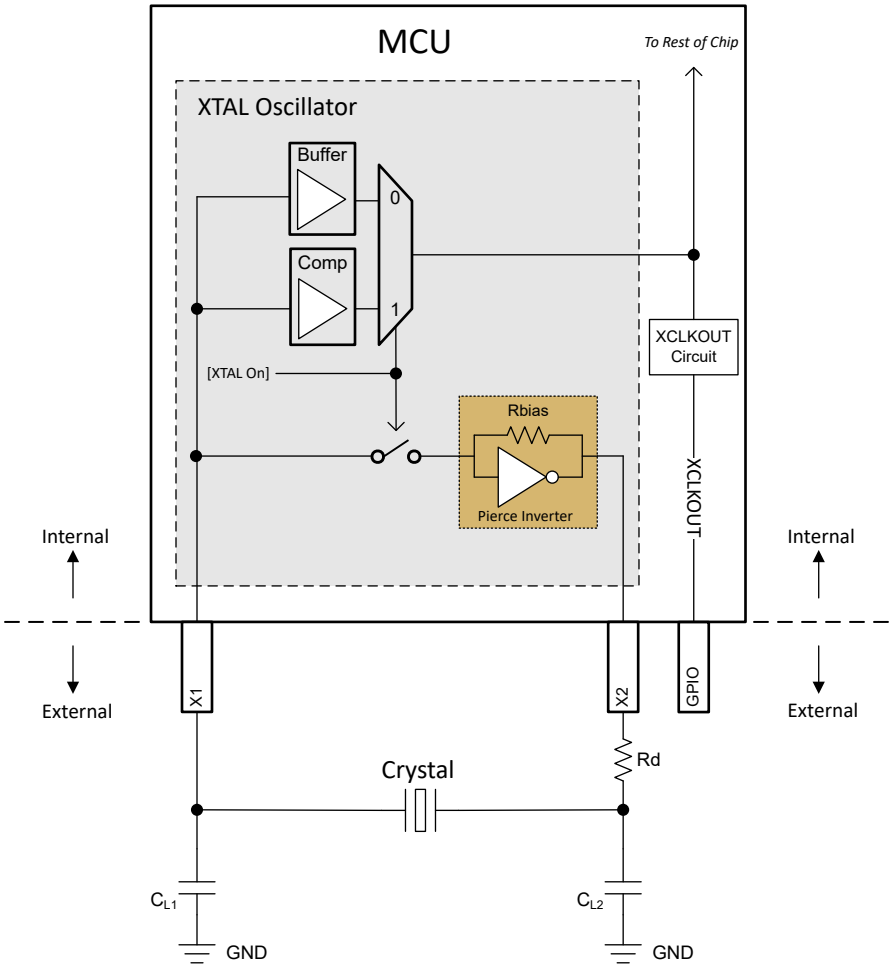

Figure 6-14. Electrical Oscillator Block Diagram
The electrical oscillator in this device is a Pierce oscillator. It is a positive feedback inverter circuit that requires a tuning circuit in order to oscillate. When this oscillator is paired with a compatible crystal, a tank circuit is formed. This tank circuit oscillates at the fundamental frequency of the crystal. On this device, the oscillator is designed to operate in parallel resonance mode due to the shunt capacitor (C0) and required load capacitors (CL). Figure 6-14 illustrates the components of the electrical oscillator and the tank circuit.
From Figure 6-14, CL1 and CL2 are in series; so, to find the equivalent total capacitance seen by the crystal, the capacitance series formula has to be applied which simply evaluates to [CL1]/2 if CL1 = CL2.